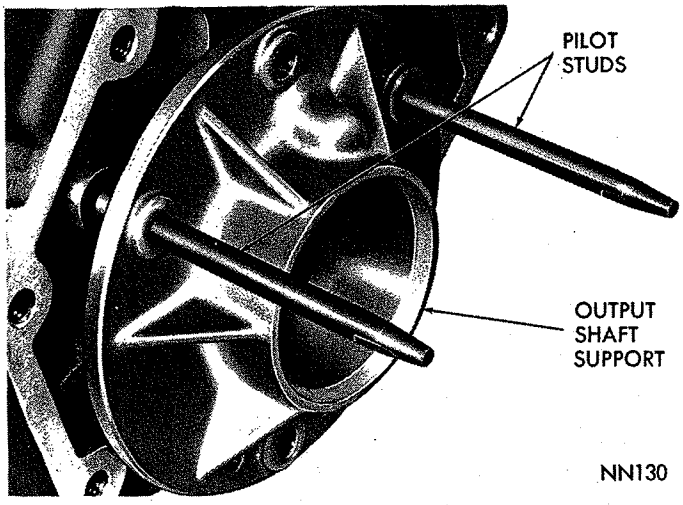

*Fig. 100—Installing Output Shaft Support (A-727-A and B)*
**If support requires replacement, drive it rearward out of the case with a wood block and hammer. To install, screw two C-3288 pilot studs into the case (Fig. 100), then drive support firmly into the case with a wood block and hammer.**
(3) Clean all burrs and chips from cam area in the case.
(4) Place spring retainer on the cam, making sure retainer lugs snap firmly into notches on the cam.
(5) Position cam in the case with cam serrations